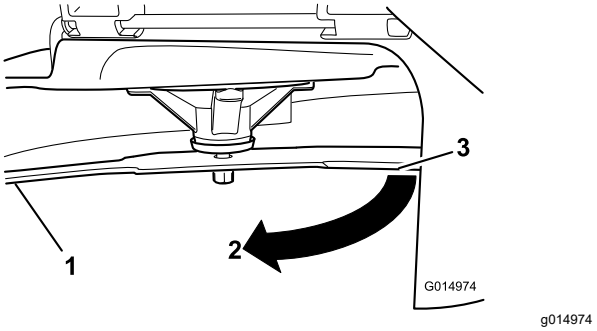

Figur 76
3. Målt avstand mellom blad og overflate (A)
4. Roter den samme kniven 180 grader så den motsatte kniveggen nå er i samme stilling (Figur 76).